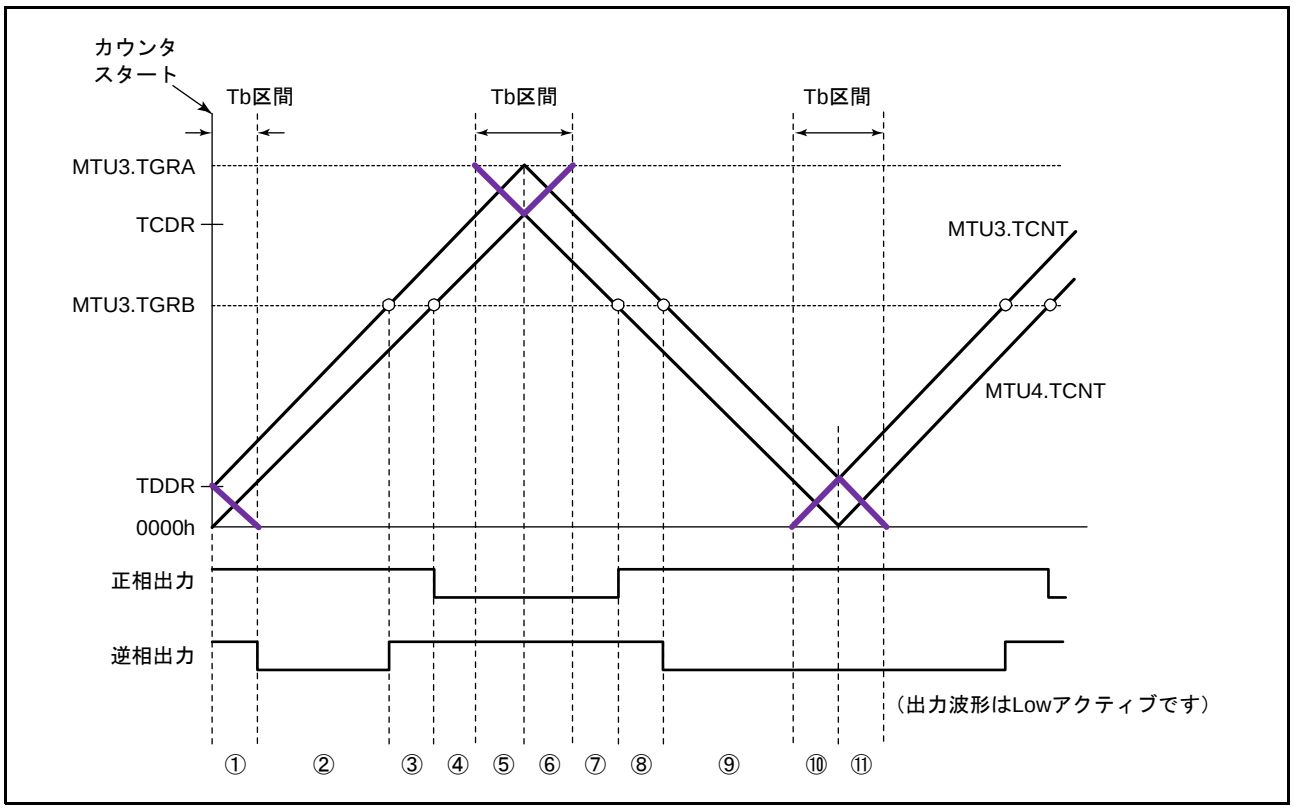

図 18.57　同期カウンタクリアタイミング（ユニット 0）
WRE ビットを “1” にすることで初期出力を抑止することができるのは、同期クリアが**図 18.57** の⑩、⑪のような谷の Tb 区間で入ってきたときのみです。それ以外のタイミングで同期クリアが起こった場合は、TOCR1 レジスタの OLS ビットで設定した初期値が出力されます。また、谷の Tb 区間であっても、**図 18.57** の①で示すカウンタスタート直後の初期出力期間で同期クリアが起こった場合には、初期出力の抑止は行いません。
（図 18.57 のタイミング③、MTU の TWCR レジスタの WRE ビット＝ 1）（ユニット 0）
（図 18.57 のタイミング⑥、MTU の TWCR レジスタの WRE ビット＝ 1）（ユニット 0）
（図 18.57 のタイミング⑧、TWCR レジスタの WRE ビット＝ 1）（ユニット 0）
（図 18.57 のタイミング⑪、TWCR レジスタの WRE ビット＝ 1）（ユニット 0）